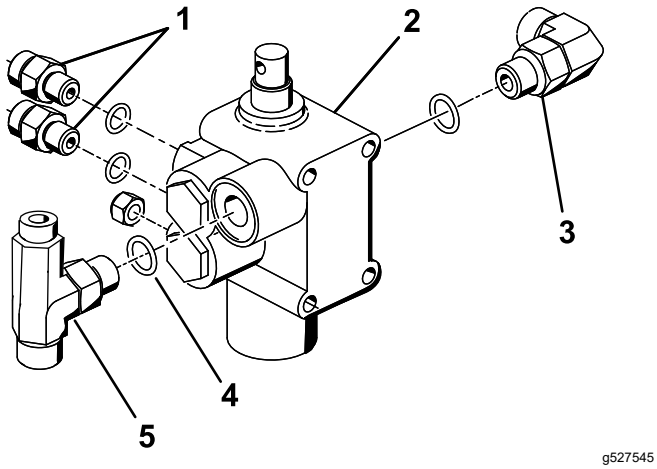

Figura 10
3. Înșurubați un fiting de 90°, cele 2 fitinguri hidraulice drepte și fitingul în T îndepărtate de la supapa existentă la pasul 3 Pregătire pentru montarea componentelor hidraulice (Pagină 4) în noua supapă de ridicare, după cum se arată în Figura 10.